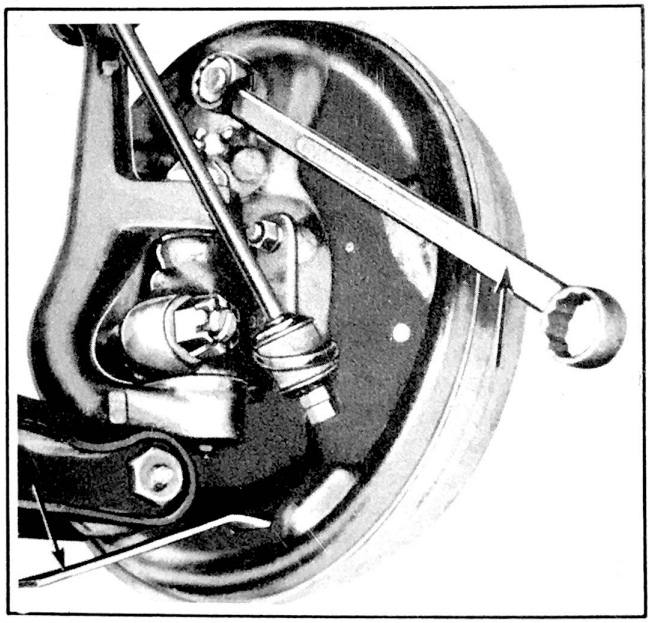

Figure 303 - Brake Adjustment
6. Remove adjusting hole cover from the backing plate (Fig. 303). Expand the brake shoes by turning adjusting screw. Move handle of Brake Adjusting Tool J 1028 as shown in Fig. 303, until the brake